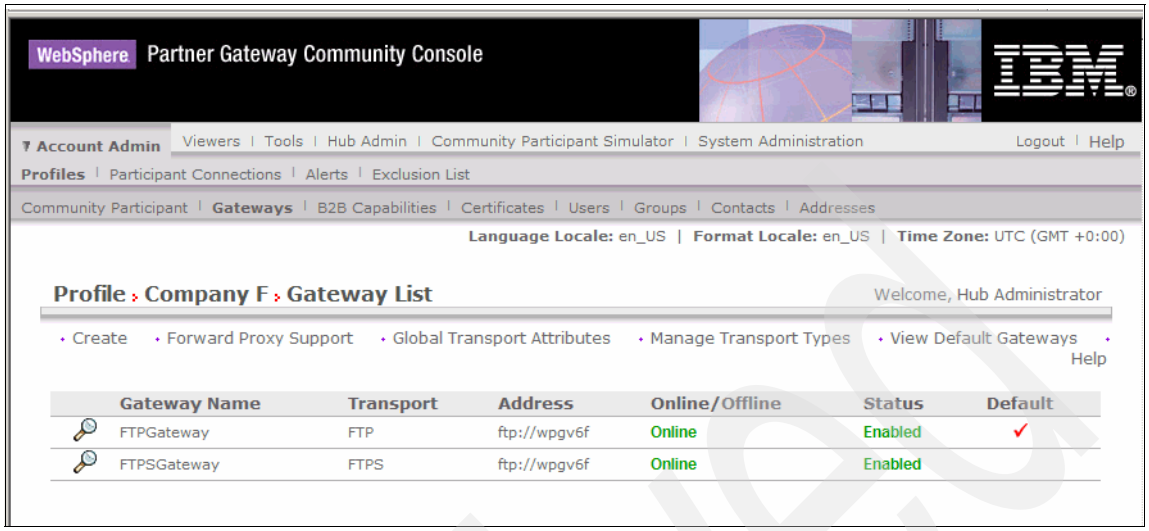

Figure 12-26 List of gateways for Company F
6. Click **List**. The resulting list of gateways now configured for the Company F profile should look like Figure 12-26 on page 375.